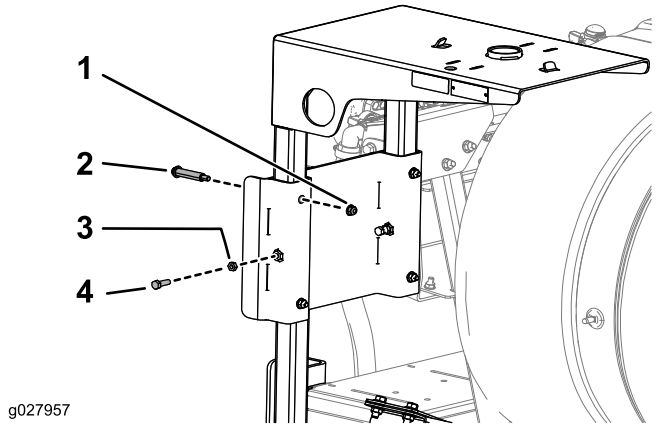

Figur 6
5. För in ramen för vindhyllan i spåren på stödfästena till vindhyllan och fäst hyllan med fyra ansatsskruvar, fyra flänsmuttrar (5/16–18 tum), två skruvar (5/16-18 x 1 tum, GR5) och två kontramuttrar (5/16–18 tum) enligt Figur 6.